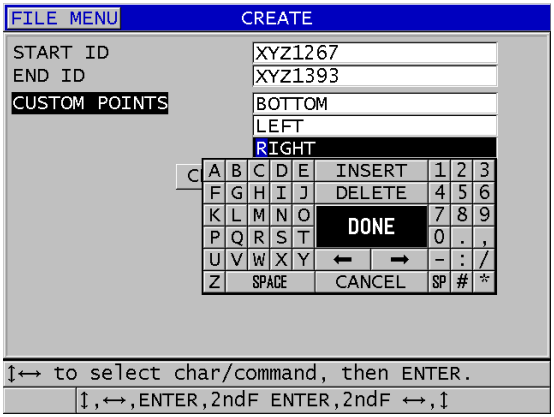

Rysunek 11-6 Konfigurowanie zakresu identyfikatorów dla sekwencyjnego typu plików z punktami niestandardowymi
3. Na drugiej stronie ekranu **CREATE** (Utwórz) (patrz Rysunek 11-6 na stronie 203):